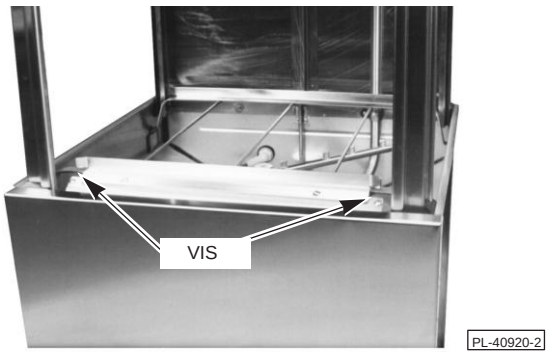

**Fig. 2**
2. Retirez les deux vis et écrous au niveau des bords extérieurs de l'écran pare-éclaboussures (Fig. 2).